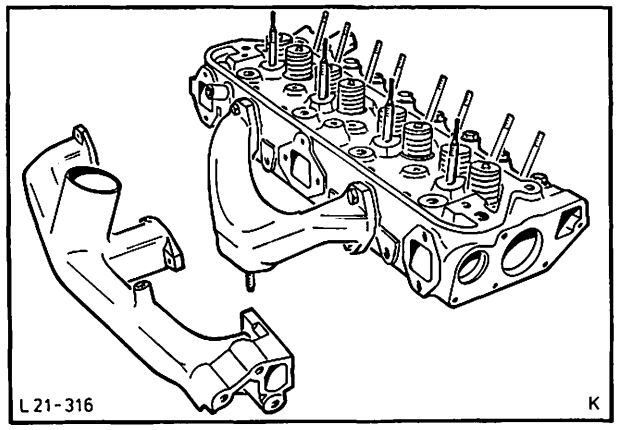

Abb. 131 Ansaugkrümmer abmontieren
1. Ansaug- und Auspuffkrümmer vom Zylinderkopf abmontieren (6 und 4 Schrauben), Abb. 131.